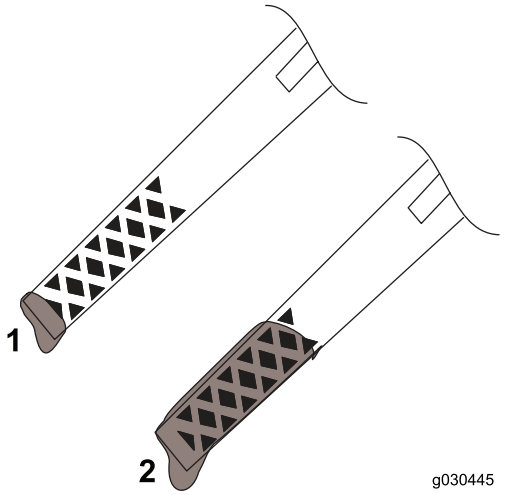

Rysunek 16
- Jeśli poziom oleju jest poniżej znaku Add na wskaźniku (Rysunek 16), dolej jego odpowiednią ilość. Patrz Wymiana oleju silnikowego (Strona 15).
- Jeżeli poziom oleju jest powyżej znaku Full (Rysunek 16), spuść jego nadmiar aż do osiągnięcia znaku Full na wskaźniku poziomu; patrz (Strona).